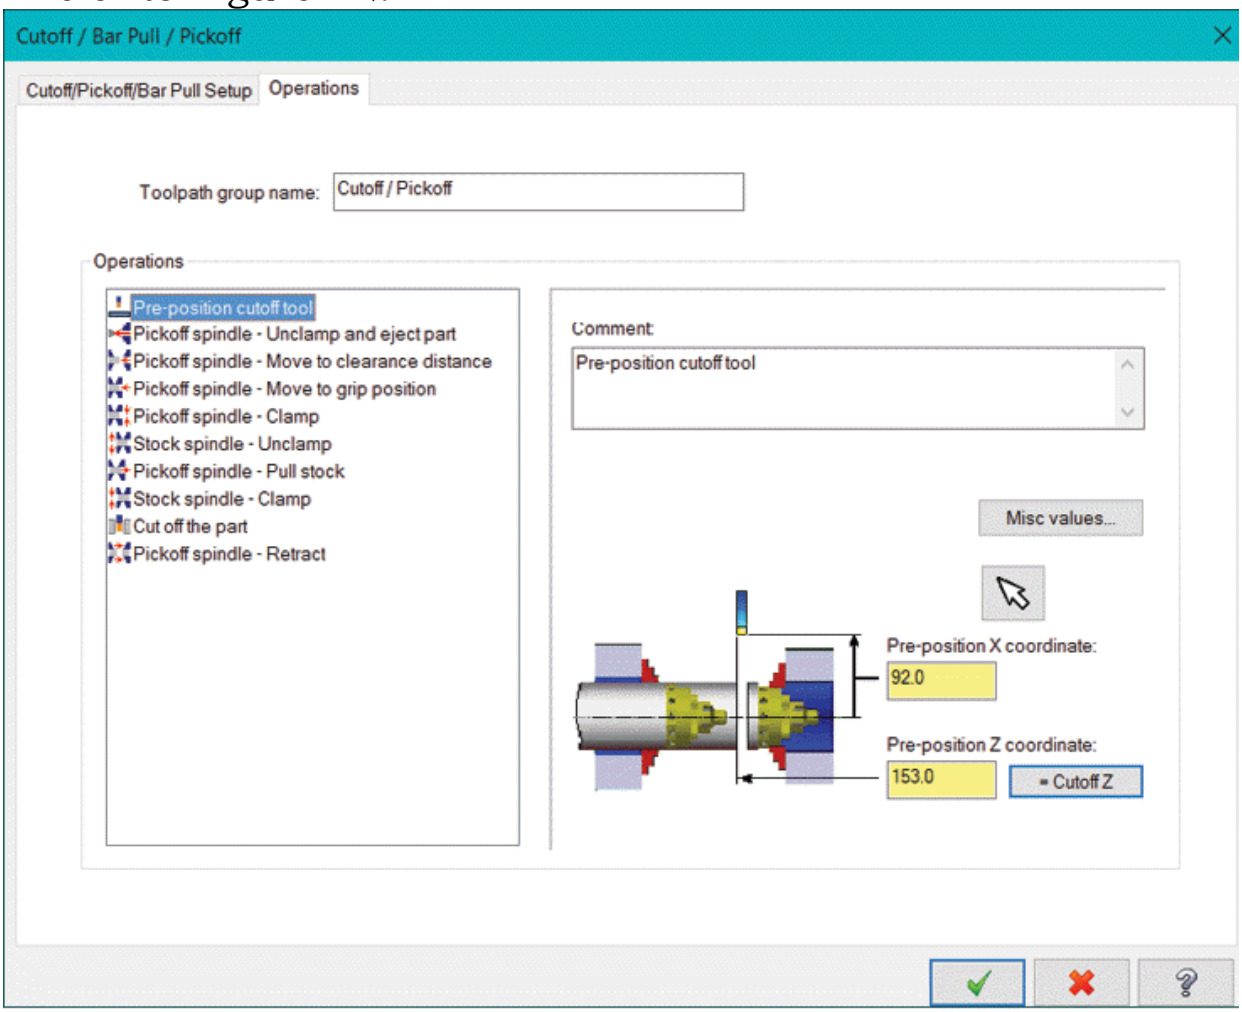

Figure-12. Operations tab
- Click on the **Operations** tab in the dialog box. The parameters related to various operations will be displayed; refer to Figure-12.